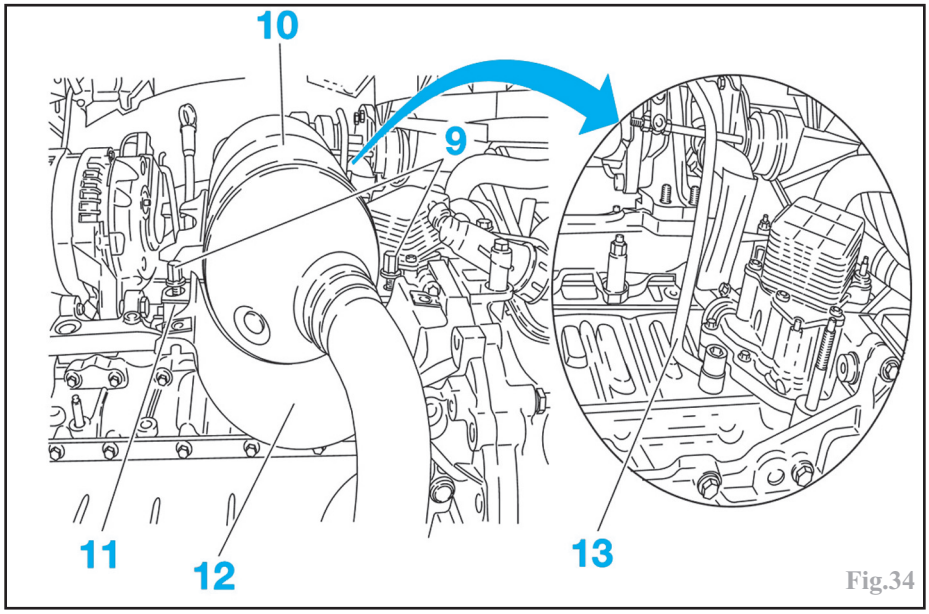

Fig.34
-les deux vis (9) de fixation du catalyseur au bloc-moteur (Fig.34).
-le catalyseur (10).
-le demi-collier / entretoise (11) sous le catalyseur.
-l'isolant thermique (12) du catalyseur et du turbocompresseur.
-le raccord et le tube (13) d'alimentation en huile du turbocompresseur sur le bloc-cylindres avec ses deux joints.